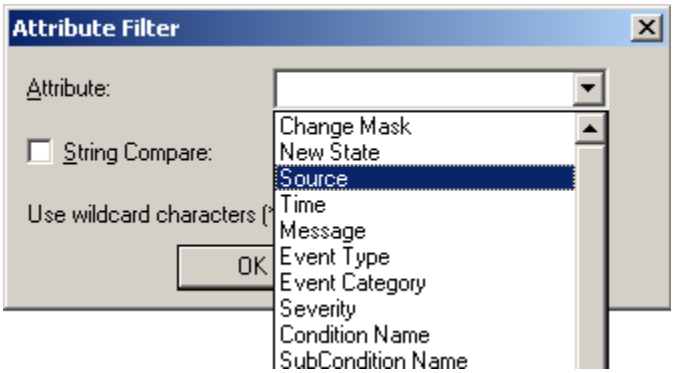

Figure L13.42 - Choosing the Source Alarm Tag Attribute
7. In the **Attribute Filter** dialog choose **Source** as the string source, as depicted in Figure L13.42. Click on "OK" to return to the Expression Editor.